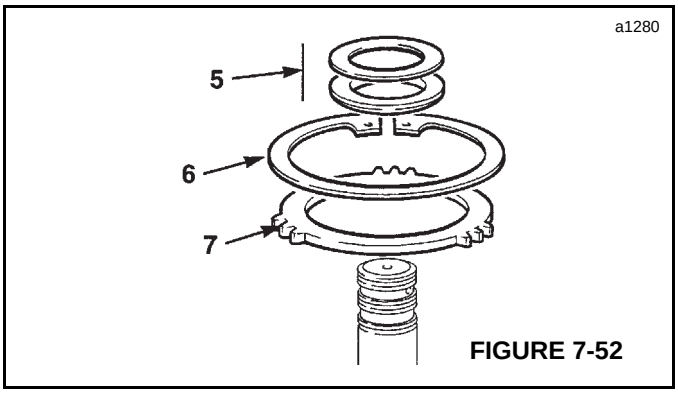

FIGURE 7-52
5. Remove plastic type washer and thrust washer (5, Figure 7-52).